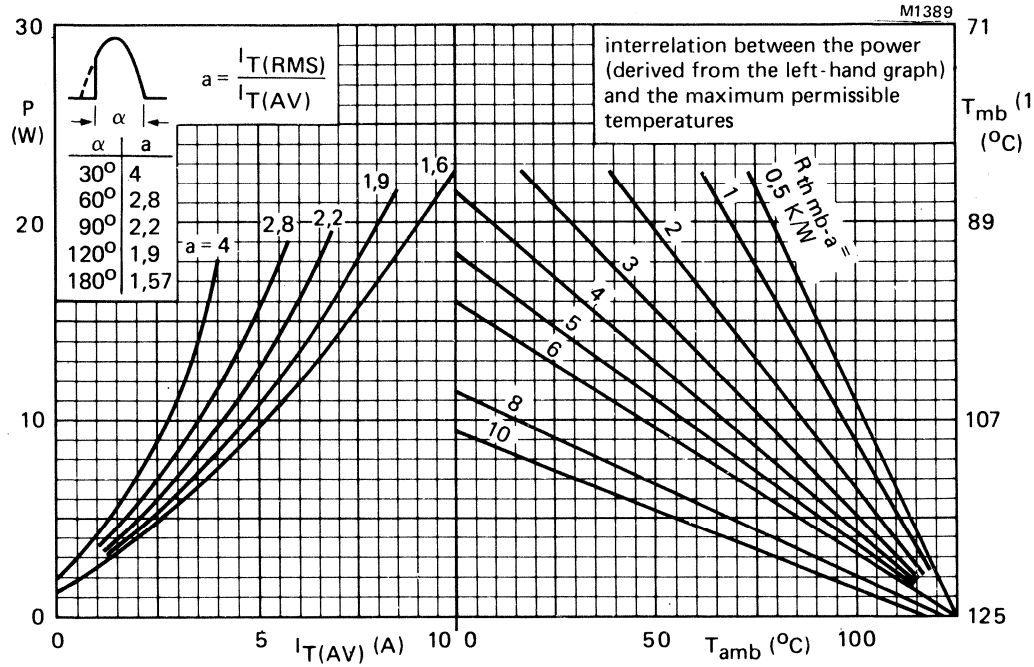

Fig. 3 (1) T_{mb}-scale is for comparison purposes only and is correct only for $R_{th\,mb\text{-}a} \leqslant 6$ K/W
*To ensure thermal stability: $R_{th\ j\text{-}a} < 4$ K/W (d.c. blocking) or < 8 K/W (a.c.). For smaller heat-sinks $T_{j\ max}$ should be derated. For a.c. see Fig.3.